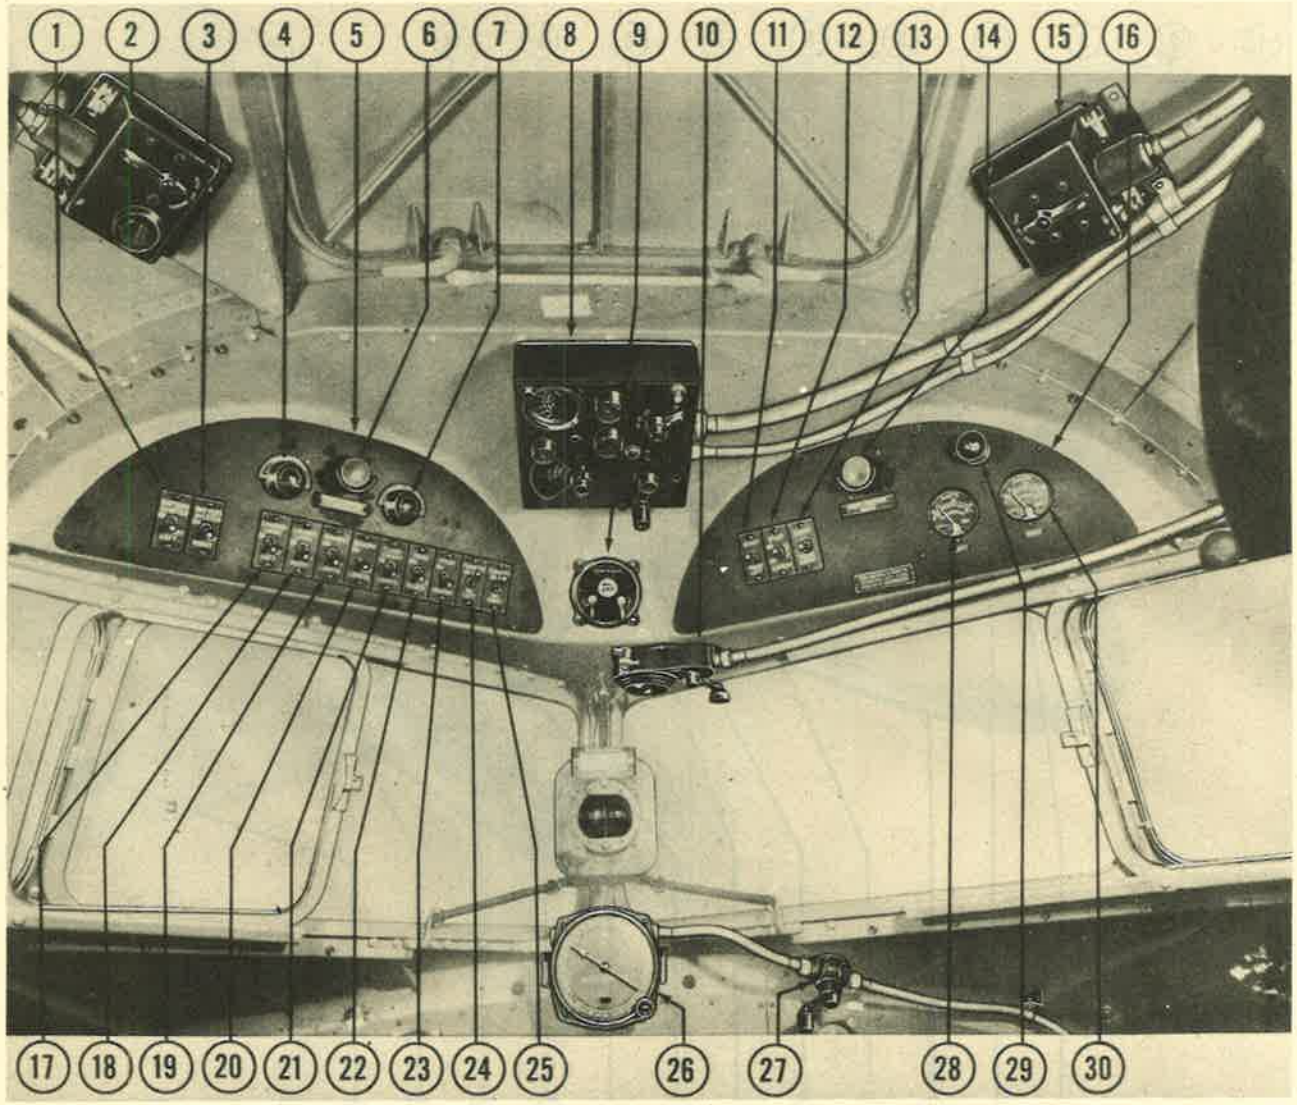

Figure 443—Electrical Panels, Pilots' Compartment (C-47-R4D-1)
(1) ELECTRICAL PANELS. *(See figure 443.)*
1. LEFT-HAND ELECTRICAL PANEL.—The left-hand electrical panel (2, figure 443) is mounted forward of the pilot's seat, above the left windshield. The panel contains the following units: the compass lamps rheostat, the panel lamps rheostat, the left propeller feathering switch, the two battery master switches, the two landing lamp switches, the running (position) lamps switch, the passing lamp switch, the propeller de-icer switch, the pitot heater switch, the
2. RIGHT-HAND ELECTRICAL PANEL.– The right electrical panel (16, figure 443) contains: two ammeters, right propeller feathering switch, two starter switches, starter safety switch, ammeter lamp, and recognition lamp switches. On some airplanes, there are also the following switches: